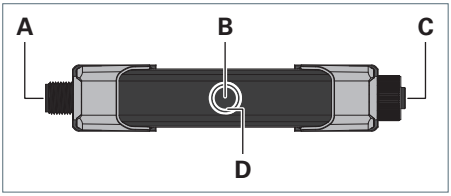

Fig. 1: Aperçu des produits.
- ▶ **LDS/ST** : positionnez le centre du capteur **B** à une distance de 3,5 cm à 130 cm par rapport à l'objet à détecter, voir Fig. 1.